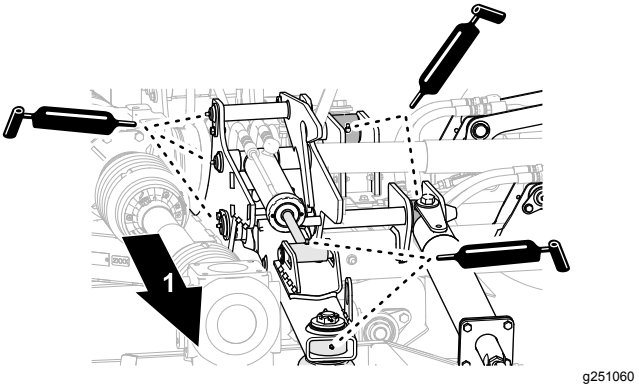

Rysunek 52
- Nałóż określony smar na ramiona podnoszące, siłowniki hydrauliczne i amortyzatory lewego i prawego podwozia tnącego (Rysunek 52).